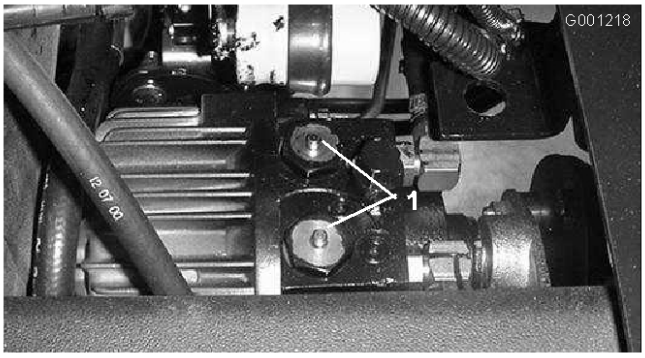

Figur 32
2. Tryck på och håll ned sprintarna i mitten av de två backventilerna överst på transmissionen (Figur 32) medan maskinen knuffas eller bogseras. Figur 32 visas med sätet och sätets fästplatta borttagna.